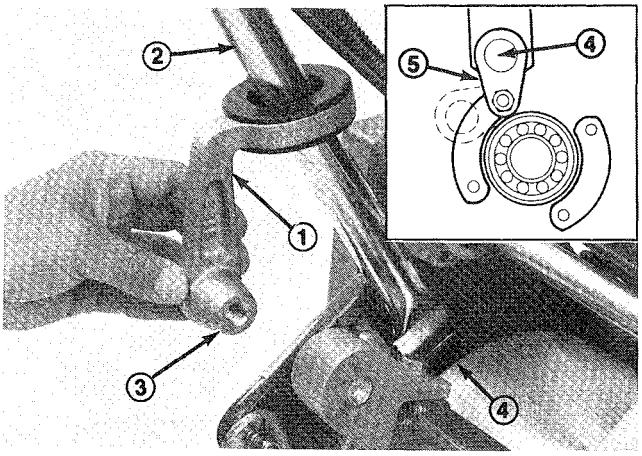

**Figure 1**
1. Slide a handle arm onto each end of handle as shown in fig. 1. Make sure the boss on each arm points inward.
2. Squeeze handle ends inward and install on mower mounting pins (Fig. 1).
3. Loosen nut (below handle mounting pin) securing handle hold down to sideplate (Fig. 1, Inset).